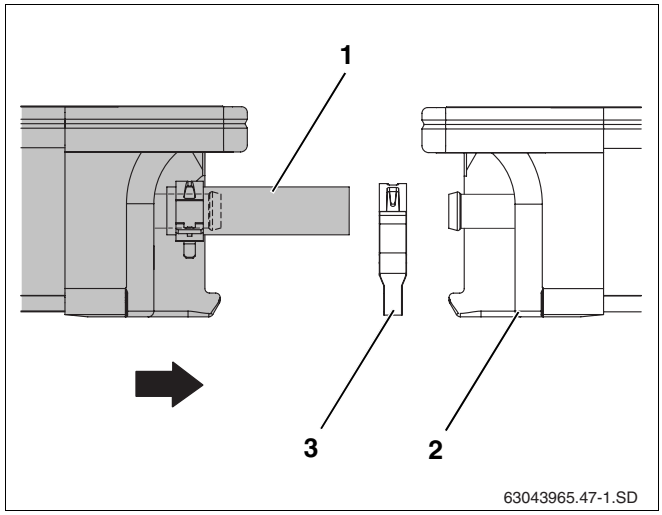

Abb. 49 Zweiten Kollektor an den ersten schieben
- Zweiten Kollektor mit den vormontierten Solarschläuchen (Abb. 49, **Pos. 1**) auf die Profilschienen legen und in die Abrutschsicherungen gleiten lassen.
- Die zweite Federbandschelle (Abb. 49, **Pos. 3**) auf den Solarschlauch schieben.
- Den Kollektor so an den ersten Kollektor (Abb. 49, **Pos. 2**) schieben, dass die vormontierten Solarschläuche auf die linken Anschlüsse des ersten Kollektors geschoben werden.